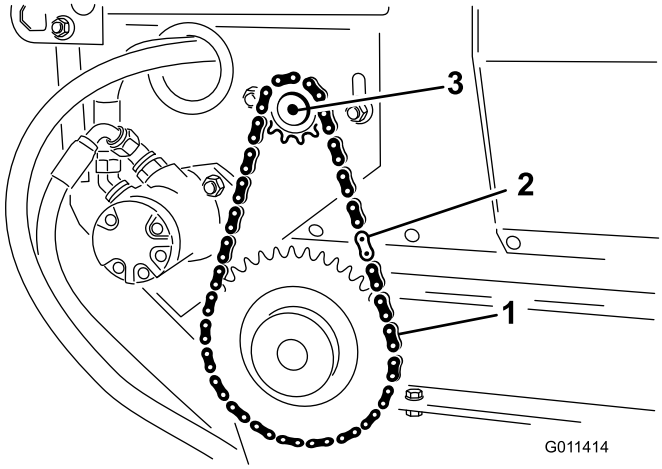

Figur 30
2. Ta bort huvudlänken från kedjan och ta bort kedjan från det lilla drevet (Figur 30).